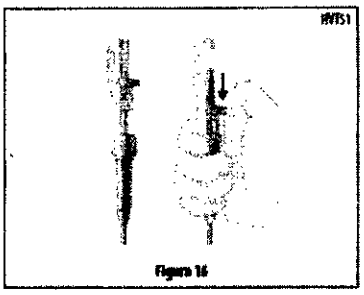

Figura 16
8. Haga avanzar el catéter balón distalmente hasta que encaje en su lugar y se oiga un "clic" (Figura 16). Asegúrese de estabilizar el mango mientras hace avanzar el catéter balón.